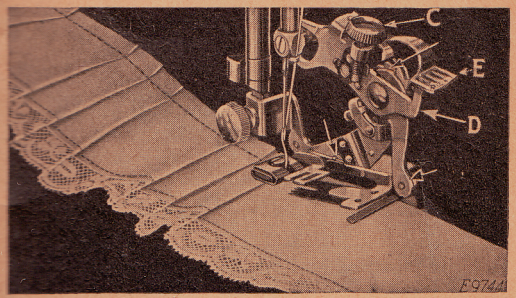

Fig. 65
The ruffler can be adjusted for group plaiting by lifting the adjusting lever (E, Fig. 65) and moving
it to the right so that the top of the projection (D, Fig. 65) enters the small slot indicated by the star on the adjusting lever. This should be done at the points where you wish to make the space between the plaits. The ruffler will then stop and plain stitching will be made. When the desired space has been made, adjust the lever (E) so that the projection (D) enters either the slot marked "6" or the slot marked "12." By alternately making groups of plaits and plain spaces, as shown in Fig. 65, very attractive work can be produced.
Occasionally apply a drop of oil to the working parts of the ruffler at each of the places indicated by the unlettered arrows in Fig. 65. After oiling, operate the ruffler on a waste piece of material to prevent the oil soiling the work. If the ruffler does not plait evenly, a drop of oil may remedy the trouble.